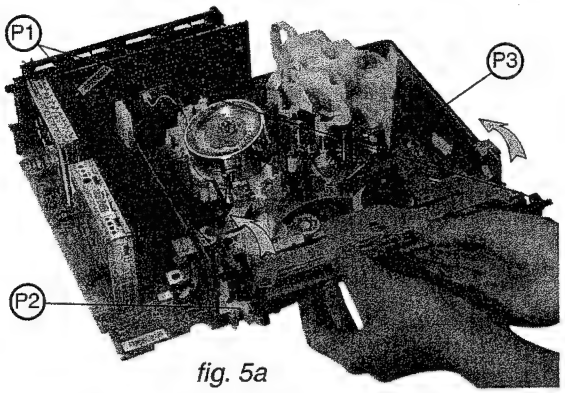

fig. 5a
WIEDEREINBAUEN: *(Abb. 5a, 5b, 5c und 7)*
- Die vorderen Ansätze des Kassettenträgers wie in Abb. 5a dargestellt einsetzen.
REFITTING: *(fig. 5a , 5b,5c and 7)*
- Move the pins at the front of the cassette holder as shown in figure 5a.